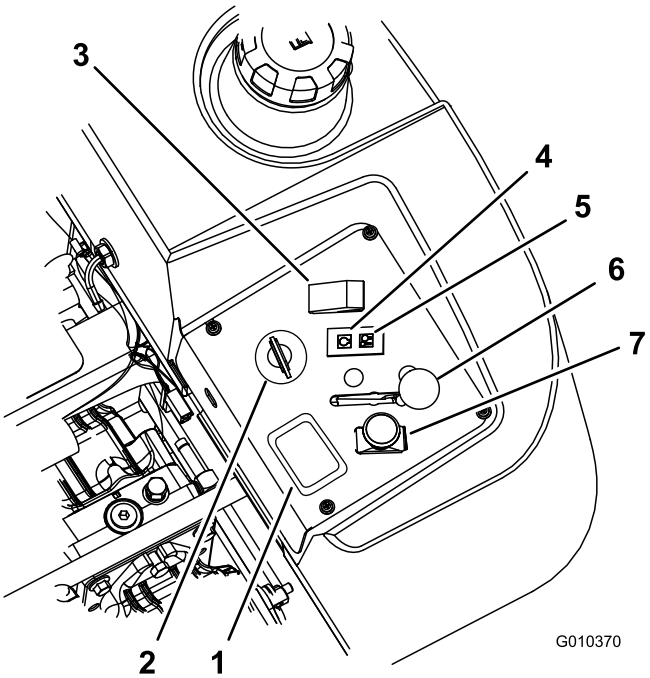

Figur 12
4. Sæt kontakten til kraftudtaget i den udkoblede position (Figur 12).